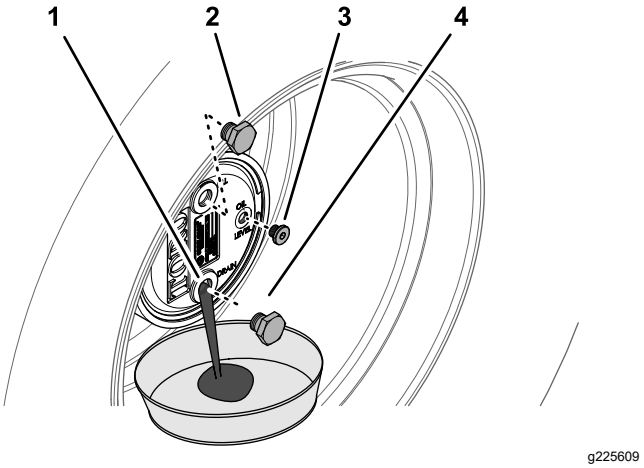

Figur 100
2. Ta ut påfyllingspluggen, som er i kl. 12-stilling, og kontrollpluggen, som er i kl. 3-stilling (Figur 100).
3. Plasser et tappefat under planetnavet. Ta ut tappepluggen, som er i kl. 6-stilling, og la all oljen renne ut (Figur 100).
5. Monter tappepluggen i tappehullet på planetgirhuset (Figur 100).